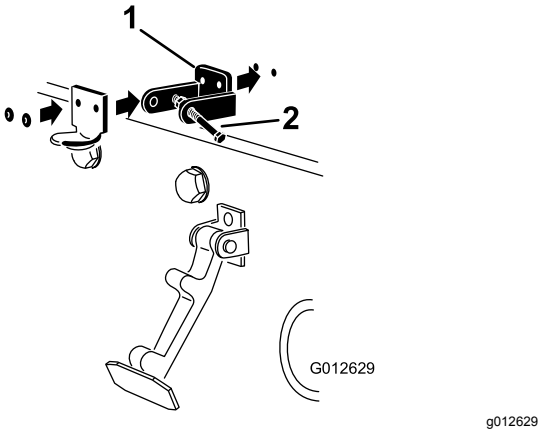

Figura 6
4. Mentre allineate i fori di montaggio, posizionate la staffa di bloccaggio e la staffa del fermo del cofano sul cofano (Figura 6).
6. Rivettate le staffe e le rondelle al cofano (Figura 6).